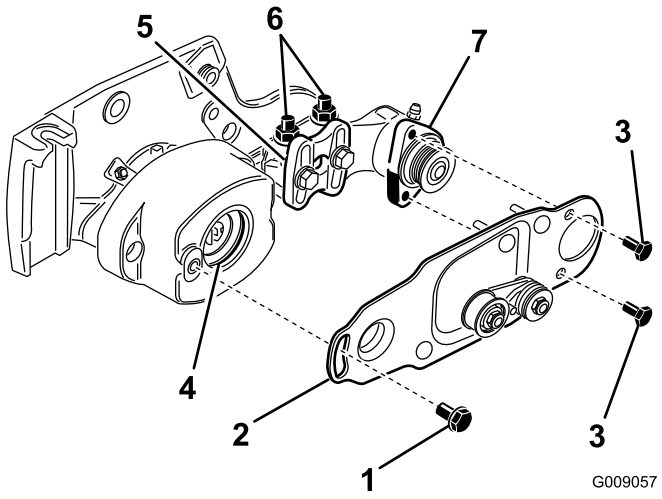

図 17
7. ローラブラシピボットプレートをベアリングハウジングに固定しているキャップスクリュ2本を取り外す図 17。
8. ローラブラシピボットプレートをベアリングハウジングに固定しているショルダボルトを取り外す図 17。
9. アイドラプーリアセンブリがついたまま、ピボットプレートを取り外す図 17。